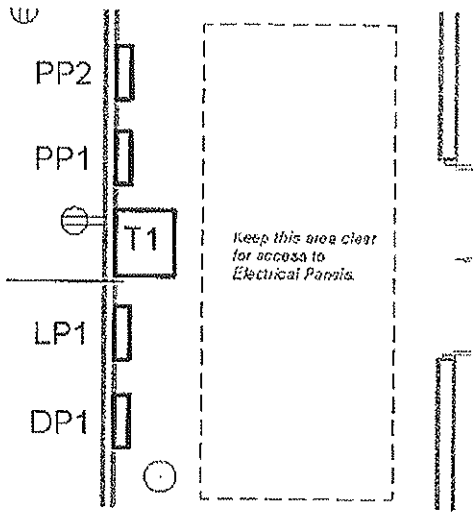

Figure 13–35
11. Add text using the **4mm Arial - Red** text type, to the inside of the Detail rectangle you drew, as shown in Figure 13–35.